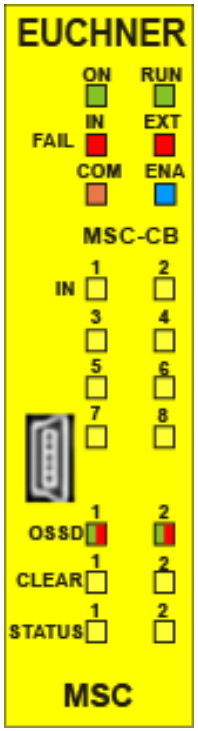

Bild 13: MSC-CB
8.3.1. Basismodul MSC-CB *(Bild 13)*